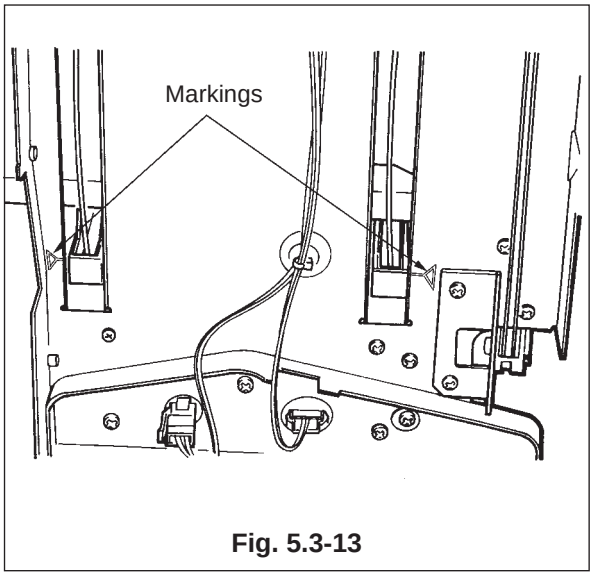

Fig. 5.3-13
(6) Place the rear take-up pulley on its shaft (don't engage the gears yet) and rotate it clockwise (arrow shown) until the elevator tray moves up to the markings (see Fig. 5.3-13) on the rear frame, then push the take-up pulley in to engage the gears.